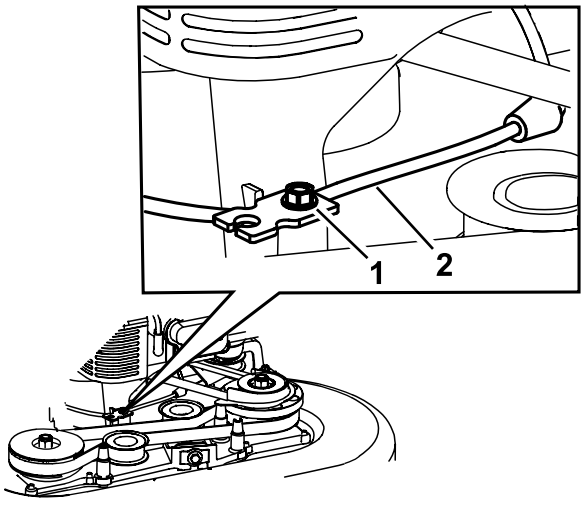

Figure 43
5. Desserrez la vis du serre-câble (Figure 43).